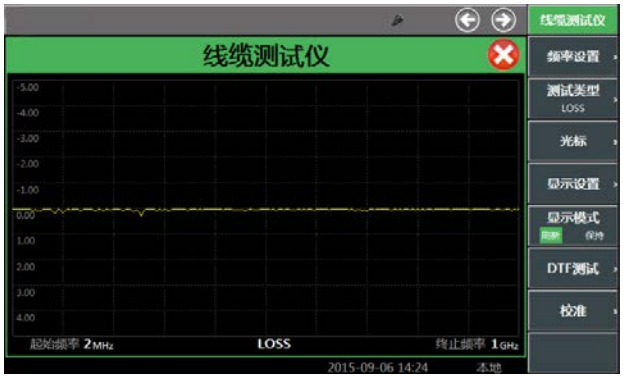

图 4.16　电缆损耗测试界面
- 按【线缆】硬键，或者按【测量】硬键通过整机菜单设置打开线缆测试窗口。按屏幕下方【全屏】硬键可最大化显示如图 4.16 所示：
- 点击触摸屏，选中线缆测试窗口为当前活动窗口，相应菜单会在窗口右侧显示，如图 4.16 所示。